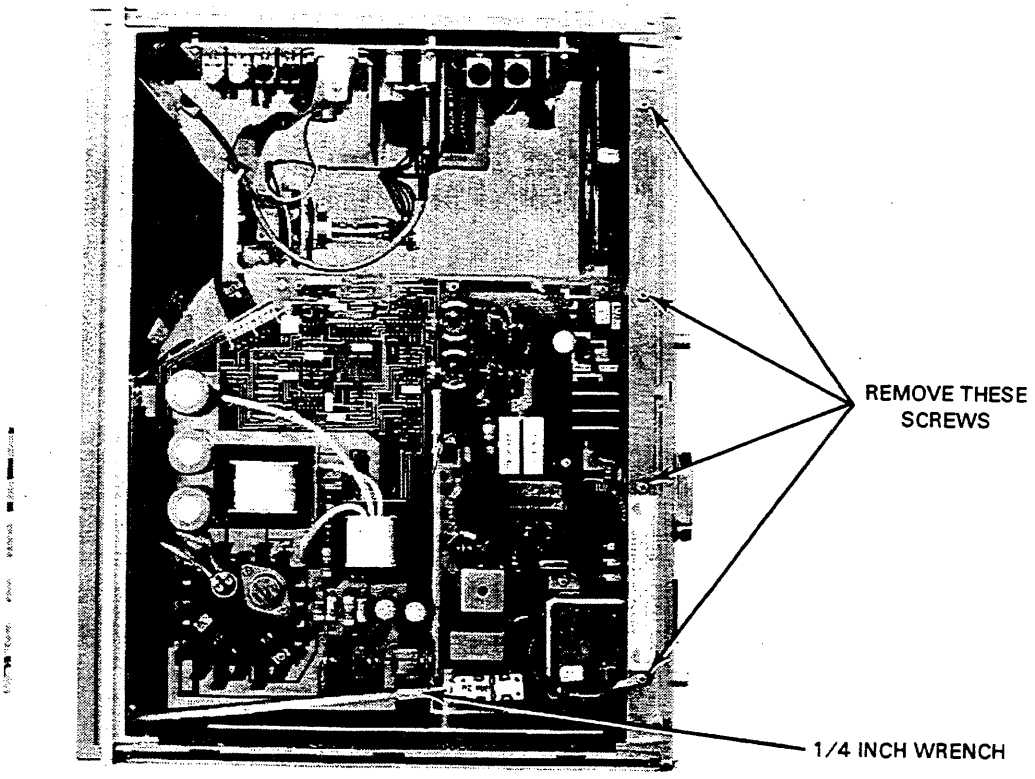

Figure 8-9.
i. CAREFULLY remove the power switch shaft with a 1/4 inch wrench. See figure 8-9.
k. Remove the four screws that attach the plastic power supply cover and ground strap to the top of the frame. See figure 8-9.